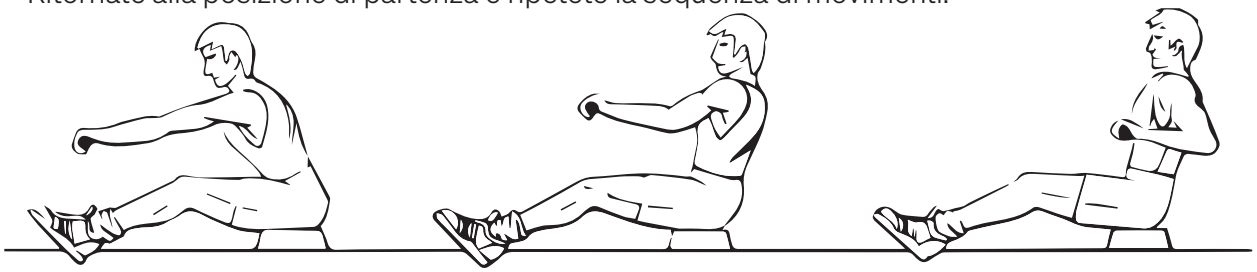

Fig. 4 Fig. 5 Fig. 6
- Sedersi come mostrato in Fig. 4 con le gambe dritte, piegarsi in avanti e afferrare il manubrio.